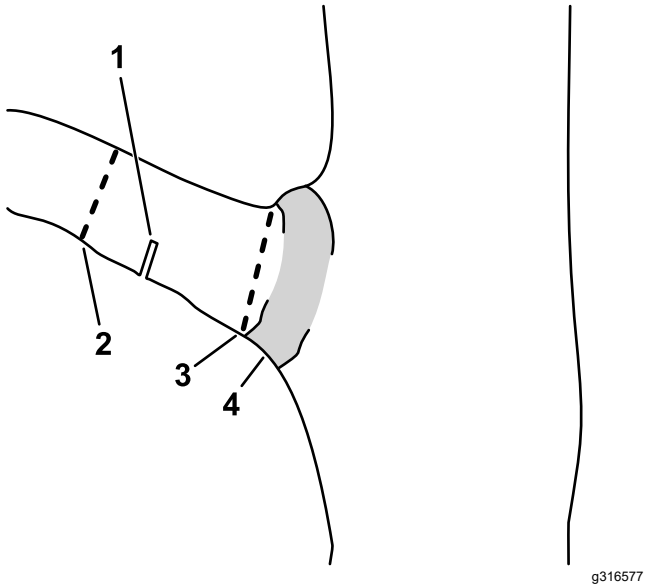

Figur 13
C. Såga grenstubben vid grenkragen (Figur 13).